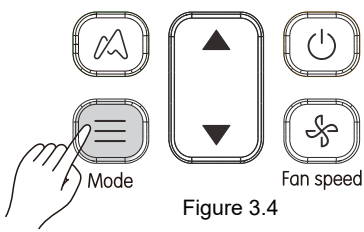

Figure 3.4
1) Press (see Figure 3.4). Display screen shows the operating mode ;